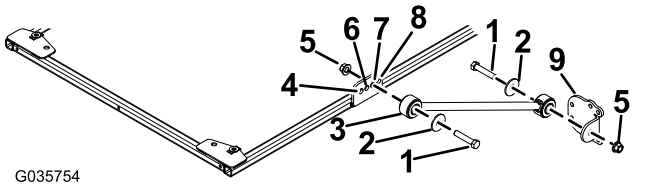

図 35
2. サンシェードのフレームの左右それぞれの側で、ブレースブラケットの3 番目の穴にブレースを仮止めするボルト½ x 2½"、ワッシャ½"、フランジナット½"を使用して図 35のように取り付ける。
3. 各ブレースに、ブレースブラケットを仮止めするボルト½ x 2½"、ワッシャ½"、フランジナット½を使用し、図 35のように取り付ける。